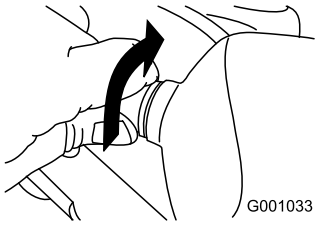

Figur 62
2. Vrid lampsockeln motsols tills det tar stopp (Figur 62).